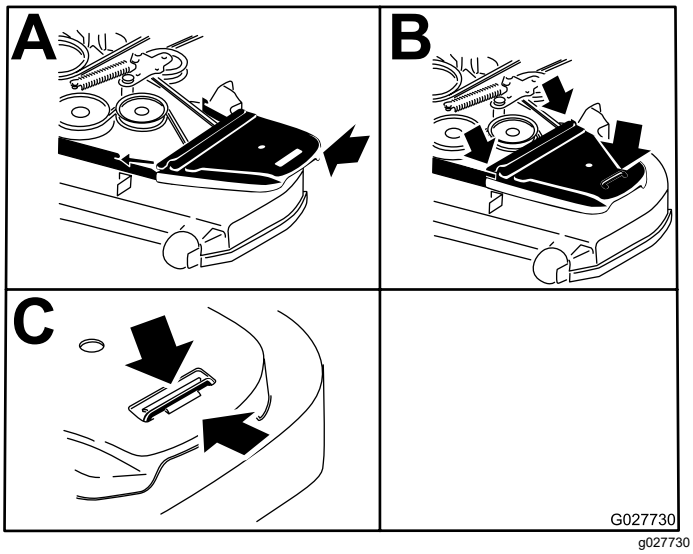

**Figur 63**
12. Monter remdekslene og boltene som er festet til dem (Figur 63).